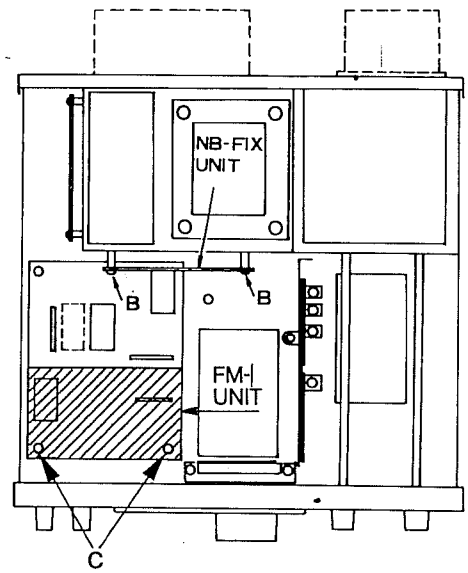

Figure 2
2. FM-UNIT und NB-FIX-UNIT (s. Fig. 2) vorsichtig abschrauben, um die IF-UNIT freizulegen.